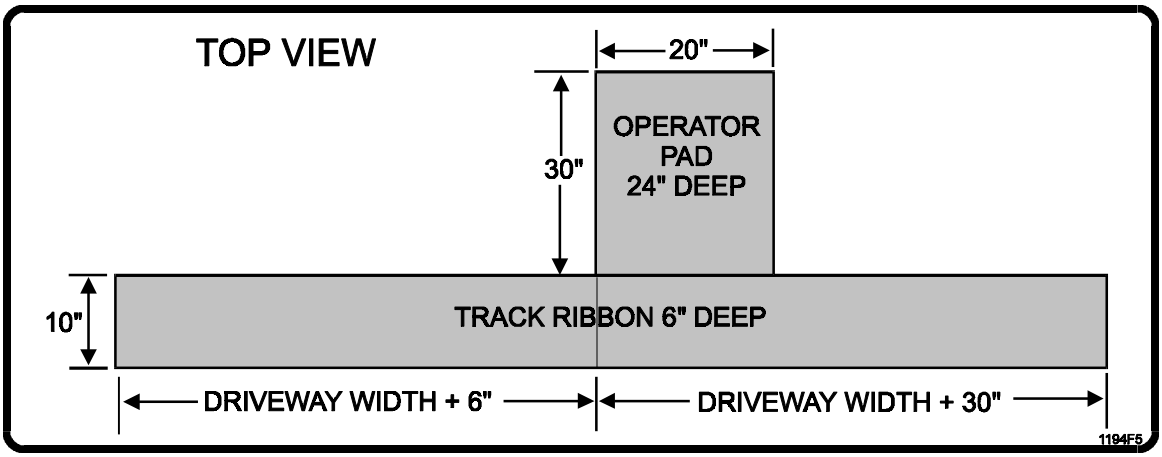

Figure 4. Pad and Track Ribbon.
1. The concrete pad must be sufficient to support the gate operator and the forces created by the moving gate. LiftMaster recommends a pad 20” wide by 30“ long by 24” deep (Figure 4).